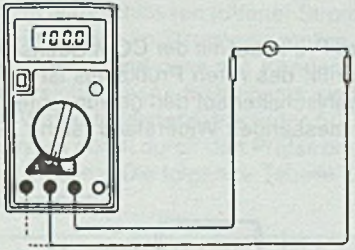

Fig. 5-4 Messen von Wechselstrom
2. Stellen Sie den Funktionswahlschalter auf den gewünschten ACA-Bereich und legen Sie die Prufspitzen in Reihe in den zu messenden Stromkreis (siehe Fig. 5-4).